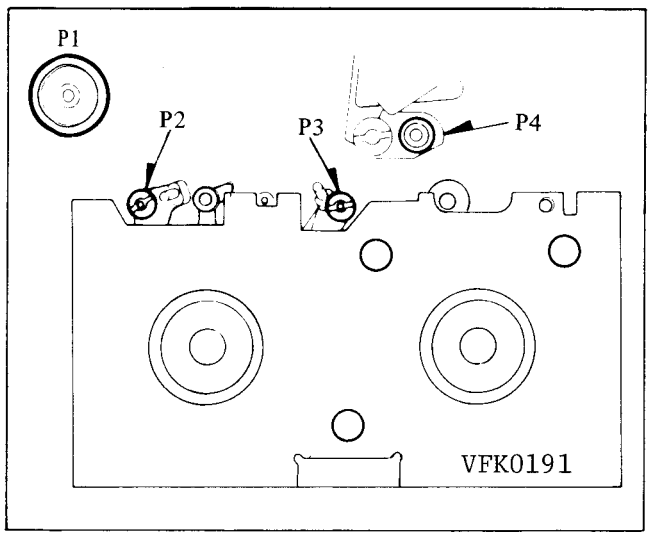

Fig. M21. Height Adjustment of Tape Guide Posts–(1)
3. If the scope display is as follows, adjust the height of P2 shown in Fig. M21.
4. If the scope display is ás follows, adjust the height of P3 shown in Fig. M21.